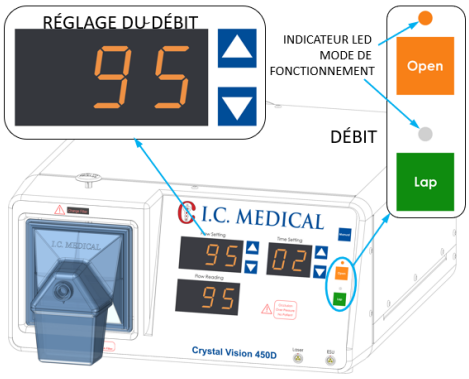

Figure 15 : Réglage de la plage de DÉBIT.
6. Les boutons OUVERT et LAP (Figure 15) sélectionnent la plage de débit de la pompe à vide. L'opérateur, selon le type de procédure sélectionne la plage**. LE MODE LAP DOIT ÊTRE SÉLECTIONNÉ POUR TOUTES LES PROCÉDURES LAPAROSCOPIQUES** et les affichages sont VERTS. Le MODE OUVERT doit être utilisé dans les cas ouverts et externes lorsque le panache est éliminé par une pièce à main. L'utilisation du MODE OUVERT pendant la laparoscopie dégonfle rapidement le pneumopéritoine. Les boutons OUVERT et LAP sélectionnent également le REGLAGE DE FLUX correspondant.